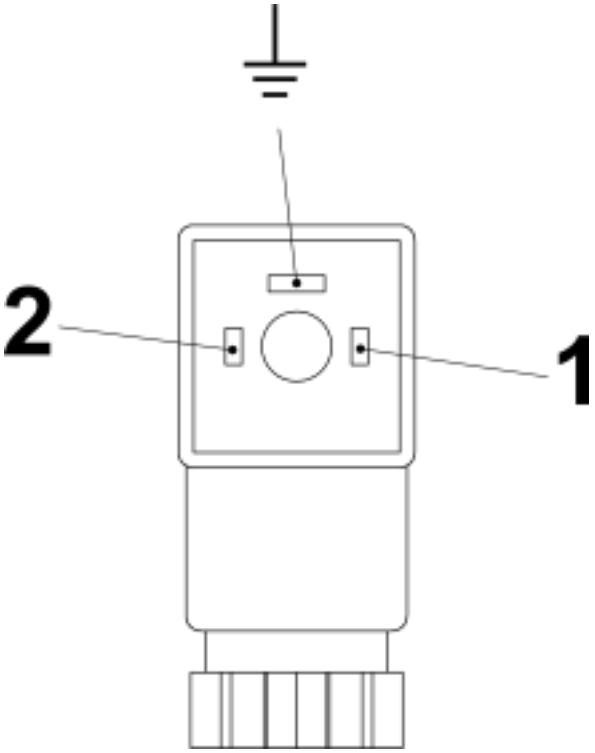
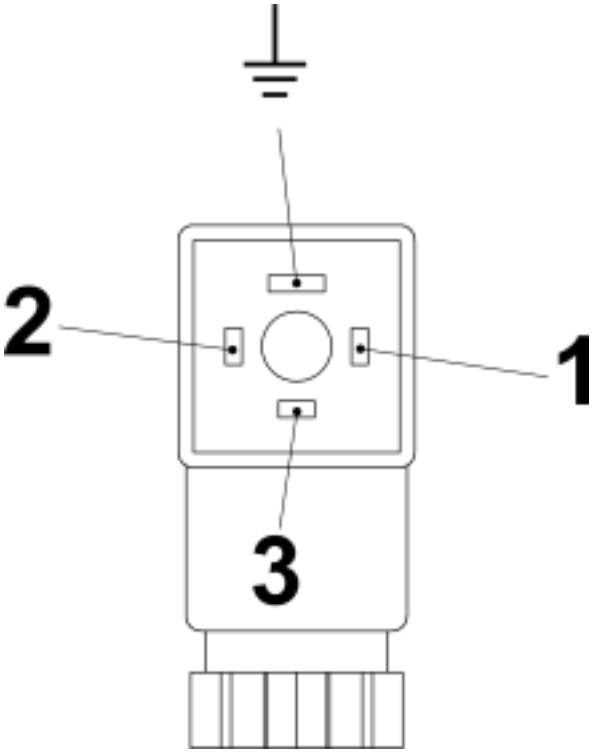

Fig. 25: Pin assignment, plug socket, normally-open contact (Form 15x50)
Fig. 26: Pin assignment, plug socket, change-over contact (Form 15x50)
6. Make the connections as shown in connection diagrams (*Fig. 25* and *Fig. 26*)